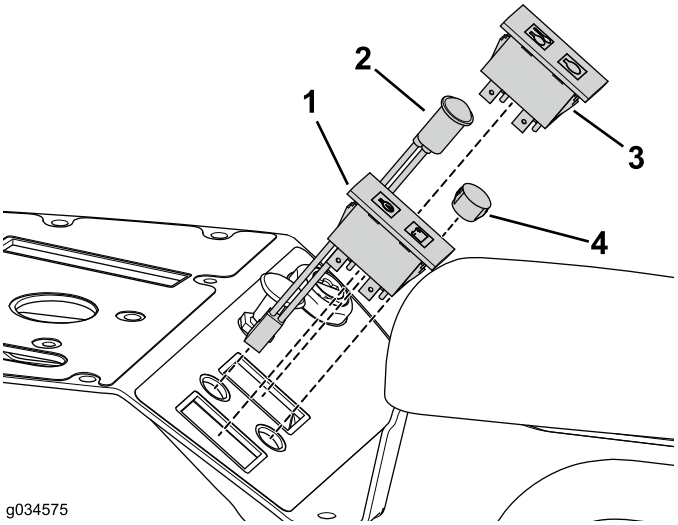

Rysunek 10
1. Zdemontuj lampki ostrzegawcze z zespołu konsoli, jeżeli maszyna jest w nie wyposażona (Rysunek 10).